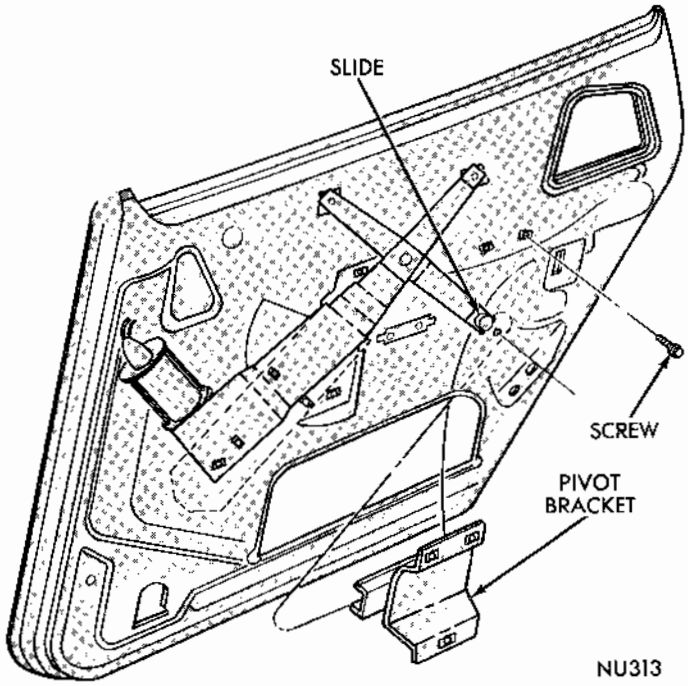

Fig. 22 - Pivot Bracket
(1) Remove the rear door glass.
(2) Remove pivot support bracket to door inner panel screw assemblies (Fig. 22).
(3) Slide pivot channel off of regulator arm slide and remove pivot bracket through large access hole.